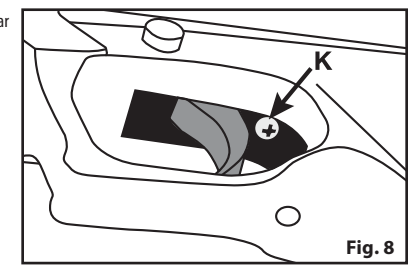

Fig. 8
3. Para disminuir la longitud de la segunda etapa, gire el tornillo de ajuste hacia la derecha (vea la Fig. 8).
4. Para aumentar la longitud de la segunda etapa, gire el tornillo de ajuste hacia la izquierda (vea la Fig. 8).